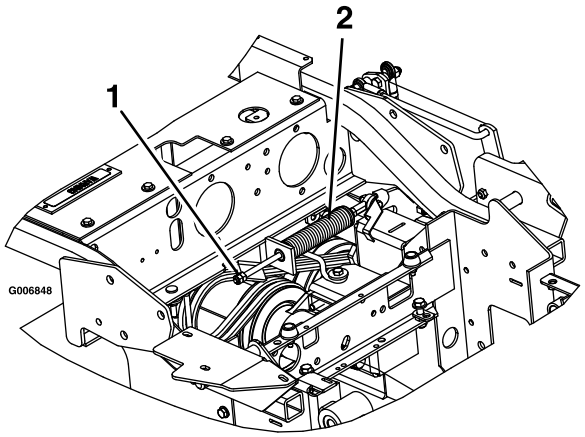

Figur 65
3. Finn bremsefjæren og skru de to låsemutterne ut til enden av bremsefjærstaget (Figur 65).